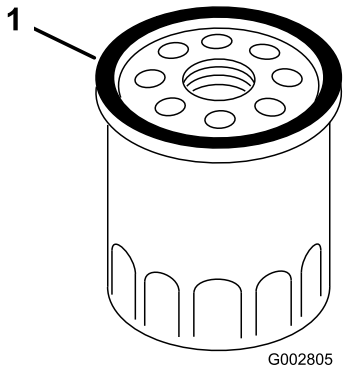

Figuur 25
7. Smeer met uw vinger een laagje olie op de rubberen pakking van het nieuwe filter (Figuur 25).